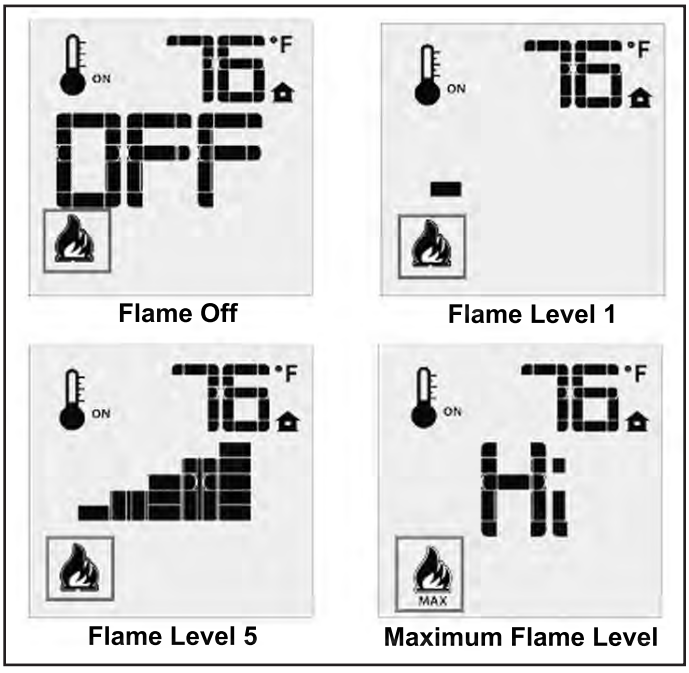

Figure 63: Remote Control's Flame Levels.
The Proflame GTMF has six (6) flame levels. With the system on, and the flame level at the maximum in the appliance, pressing the Down Arrow Key once will reduce the flame height by one step until the flame is turned off. The Up Arrow Key will increase the flame height each time it is pressed. If the Up Arrow Key is pressed while the system is on but the flame is off, the flame will come on in the high position (refer to Figure 63). A single "beep" will confirm reception of the command.